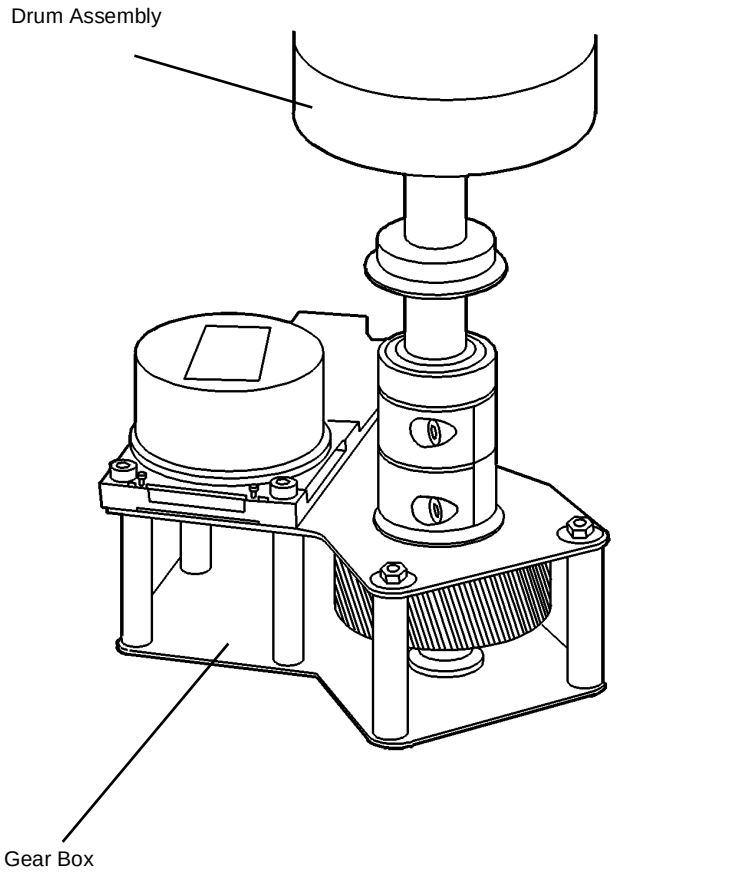

**Figure 6 Removing the Drum Assembly**
11. (Figure 6): Carefully remove the Drum Assembly from the Printer and place it, Gear Box down, in a safe place on the floor.